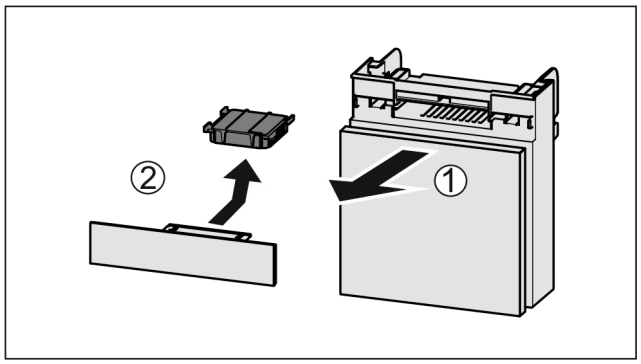

Fig. 197
▶ Fach nach vorne herausziehen *Fig. 197 (1)*.
▶ Aktivkohlefilter entnehmen *Fig. 197 (2)*.